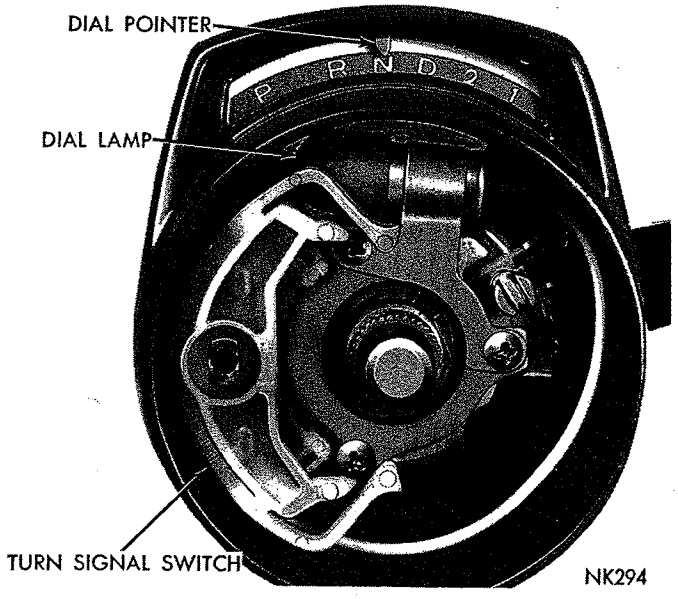

***Fig. 15—Turn Signal Switch and Gearshift Indicator (Valiant and Belvedere Models)***
(10) **Valiant and Belvedere Models:** Position turn signal switch in bearing housing, install switch retainer plate, dial lamp and secure with three screws (Fig. 15). Guide dial pointer over dial, then snap base of pointer on lug provided on gearshift housing.